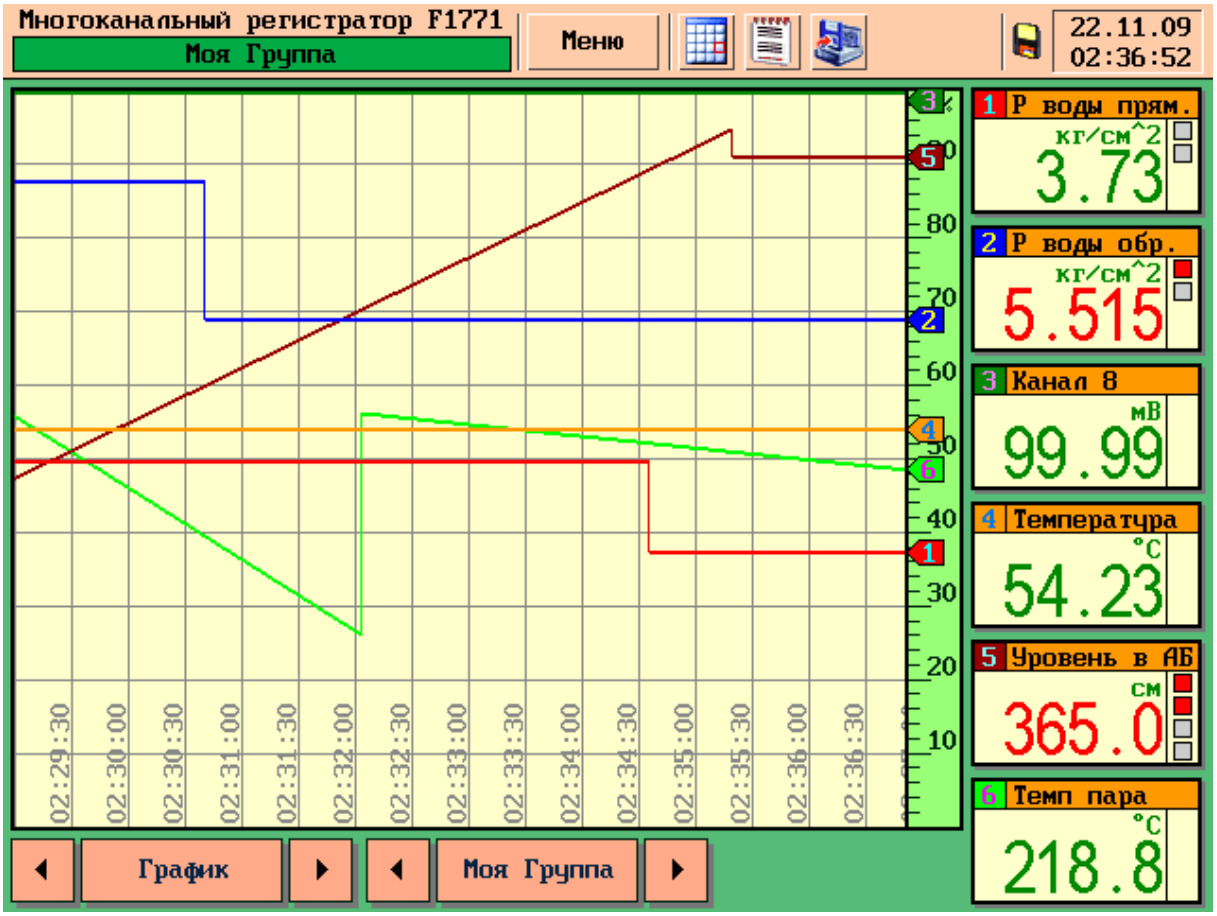

Рисунок 13 – Режим «Горизонтальный график для группы каналов»
– «Горизонтальный график» – оси X соответствует время измерений, ось Y – шкала измерений (см. рисунок 13).
– «Горизонтальный график» – ось X соответствует время измерений, ось Y – шкала измерений (см. рисунок 13)